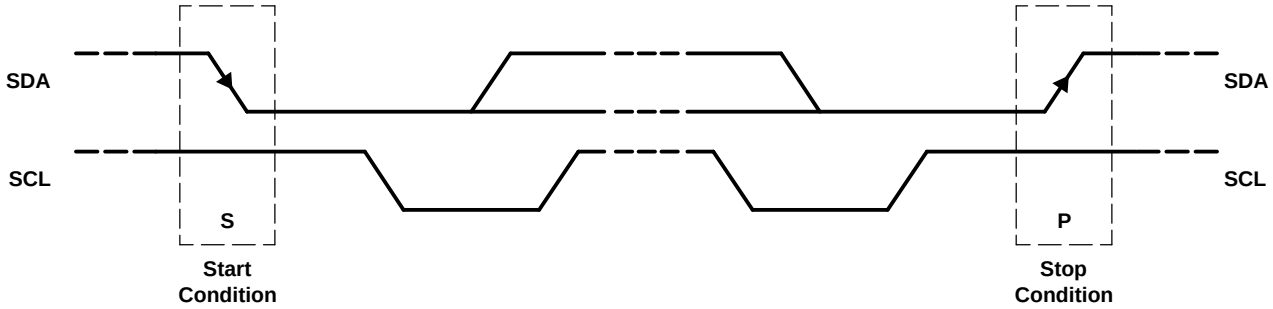

Figure 29. START and STOP Conditions
- The *master* initiates data transfer by generating a *start condition*. The *start condition* is when a high-to-low transition occurs on the SDA line while SCL is high, as shown in Figure 29. All I^2C-compatible devices should recognize a *start condition*.
- To signal the end of the data transfer, the master generates a *stop condition* by pulling the SDA line from low to high while the SCL line is high (see Figure 29). This releases the bus and stops the communication link with the addressed slave. All I^2C compatible devices must recognize the stop condition. Upon the receipt of a *stop condition*, all devices know that the bus is released, and they wait for a *start condition* followed by a matching address.